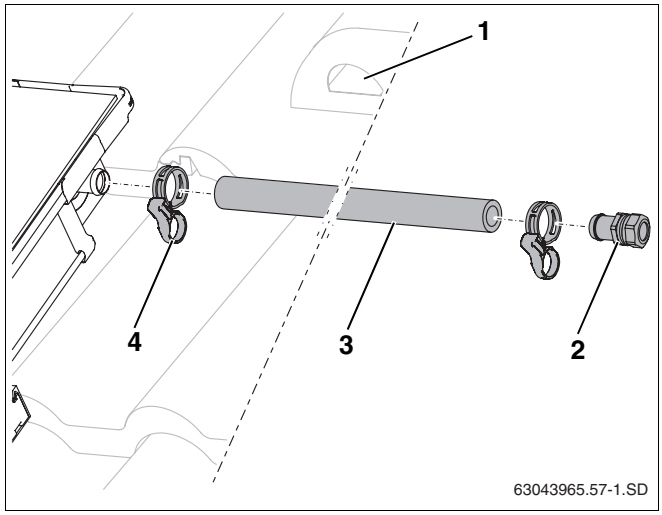

Rys. 53 Montaż przewodu zasilania (bez odpowietrznika na dachu)
- Długi wąż instalacji solarnej (1000 mm, rys. 53, **poz. 3**) wsunąć na przyłącze zasilania pola kolektorów i zamocować zaciskową opaską sprężynującą (rys. 53, **poz. 4**).
- Końcówkę węża z pierścieniem zaciskowym (rys. 53, **poz. 2**) włożyć do oporu do węża instalacji solarnej i zamocować zaciskową opaską sprężynującą.
- Przewód zbiorczy przyłączyć do końcówki węża R¾ z pierścieniem zaciskowym (18 mm) (rys. 53, **poz. 2**).